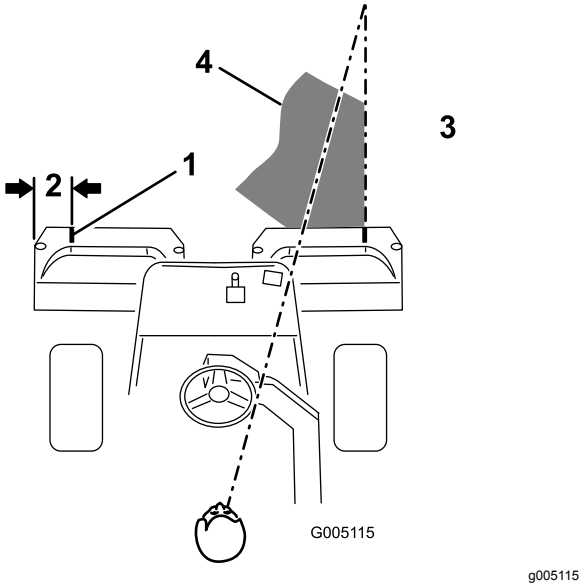

Figur 12
2. Fest en hvit tape eller mal en hvit stripe som løper parallelt med den ytre kanten på hver kurv (Figur 12).